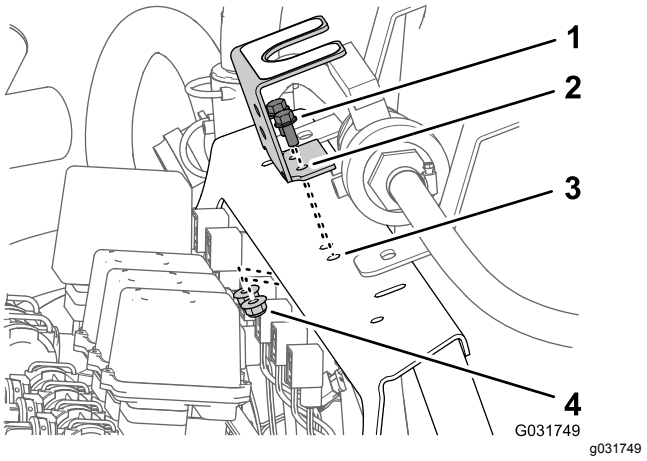

Figur 38
4. Ta bort de två flänsskruvar (5/16 x ¾ tum) och de två flänsmuttrar (⅜ tum) som håller fast kulventilens monteringsfäste på grenrörsfästet. Ta loss monteringsfästet från grenrörsfästet (Figur 38).